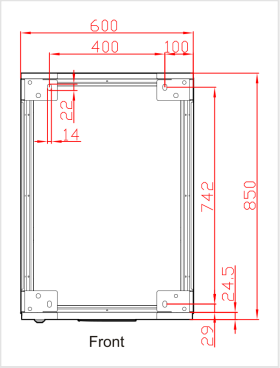

FIGURA 2-3 Fori di fissaggio a pavimento, mm, vista dall'alto
2. Praticate nel pavimento 4 fori da 14 mm in corrispondenza dei fori di fissaggio dell'armadio (Figura 2-3).